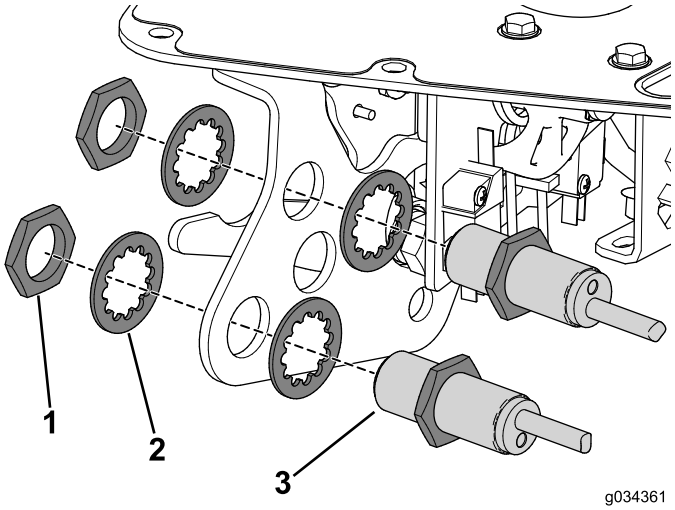

Figuur 7
5. Verwijder de moeren waarmee de nabijheidssensors bevestigd zijn aan de beugel van de functiehendel (Figuur 7).